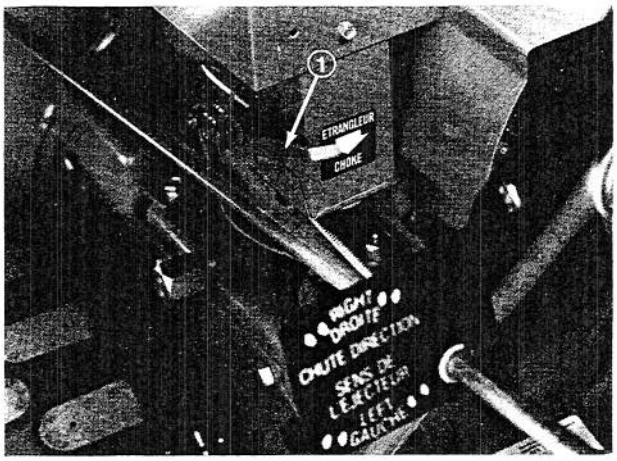

Figure 21
Choke (Fig. 21) – The choke is on left side of engine. Push choke down until it stops to get full choke position for starting a cold engine. As engine warms up, move choke fully up.
4. Move choke down until it stops (Fig. 21).